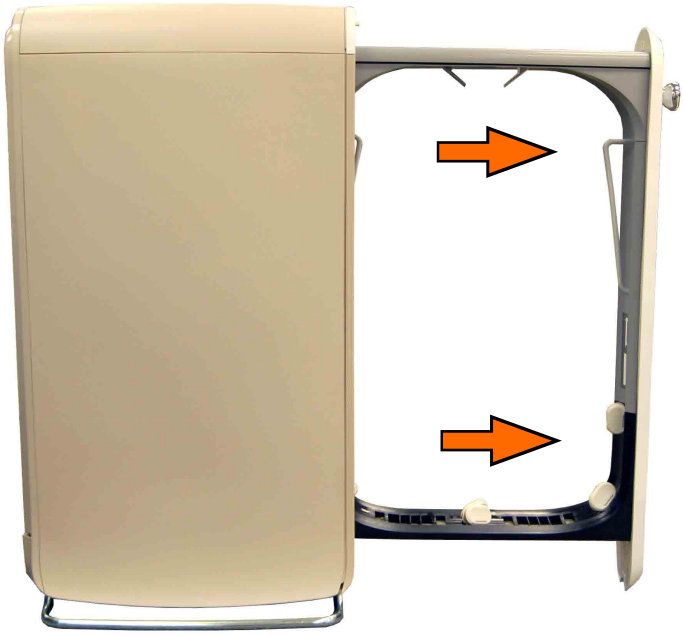

Figure 1
2. Slide open the door assembly as far as possible (see Figure 1).